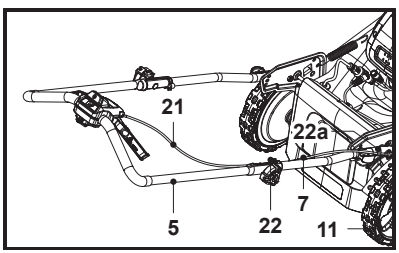

Fig. 4
6. Fixe o cabo de controlo (21) com o grampo do cabo (22) e o fixador do cabo (22a), que estão pré-montados nos guiadores (5, 7) (Fig. 4).